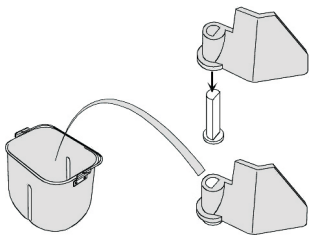

*Рис. 2*
- Вставьте лопатку для теста в паз (Рис. 2).